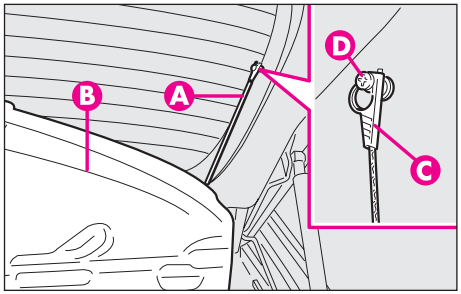

fig. 18
– dégager les extrémités des deux tirants (**A-fig. 18**) de support de la tablette (**B**) en sortant les œillets (**C**) des broches (**D**);